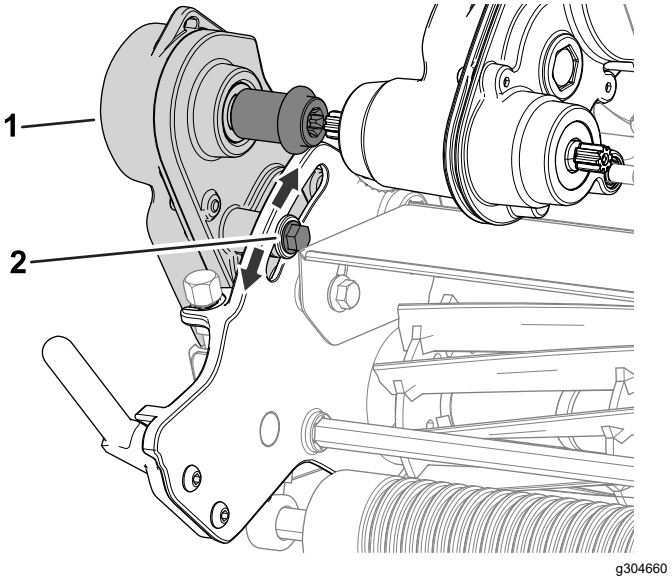

Figuur 47
1. Draai de bout los die wordt getoond in Figuur 47.